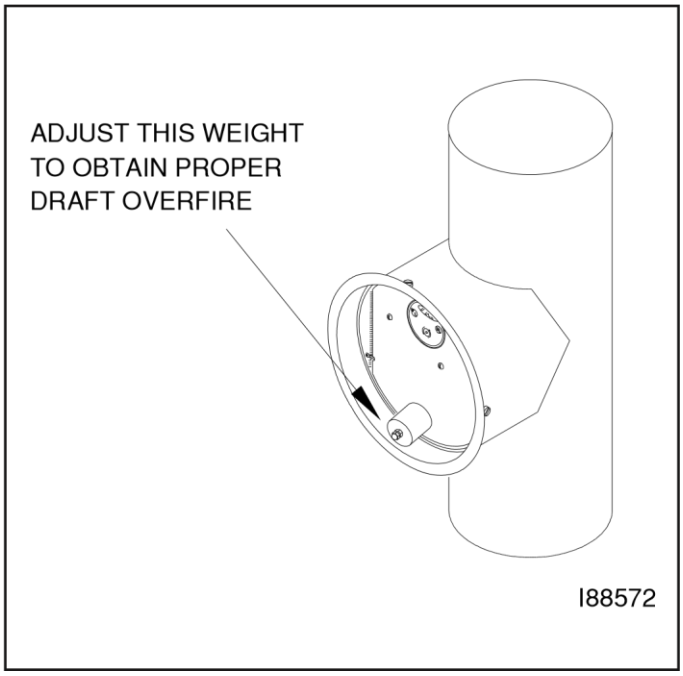

Figure 8B - Adjustment of Barometric Damper
4. As shown in Figure 8B, adjust the weight on the flapper to obtain a consistent -.02 inch w.c. draft overfire. Turn the weight COUNTERCLOCKWISE to increase draft (i.e., draft increases as the flapper closes). Turn the weight CLOCKWISE to decrease draft (i.e. draft decreases as the flapper opens).